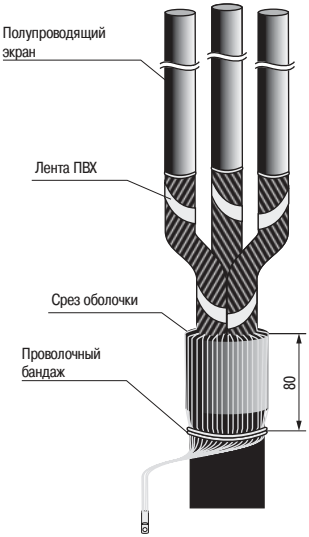

Рисунок 4
4.8 Собр ть проволоки экр н , з плести их в косичку и оконцев ть н конечником (рисунок 4).